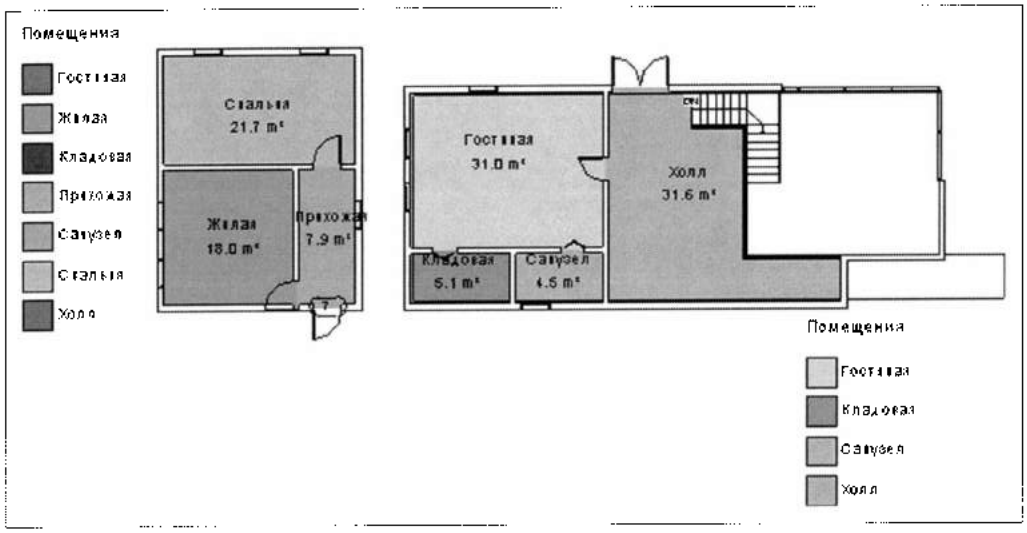

Рис. 25.22. *Добавление цветовой схемы связанной модели в цветовую схему главной модели*
- Если связанная модель должна сохранить собственную цветовую схему, установить переключатель в положение *By Linked View* или *Custom*. При выборе *Custom* далее в списке **Color Fill** выделить *By Linked View* (По связанному виду). Цветовая схема в главной модели будет расширена за счет копирования данных из цветовой схемы связанной модели (рис. 25.22).